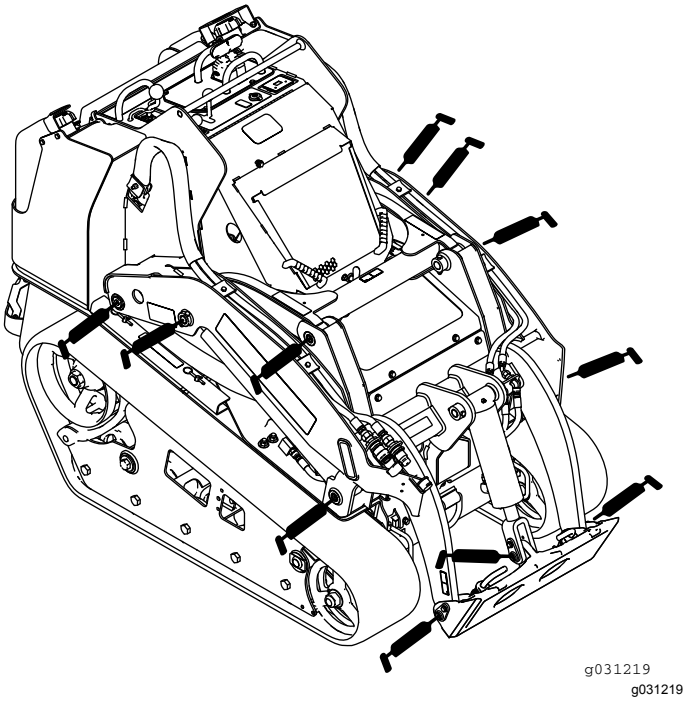
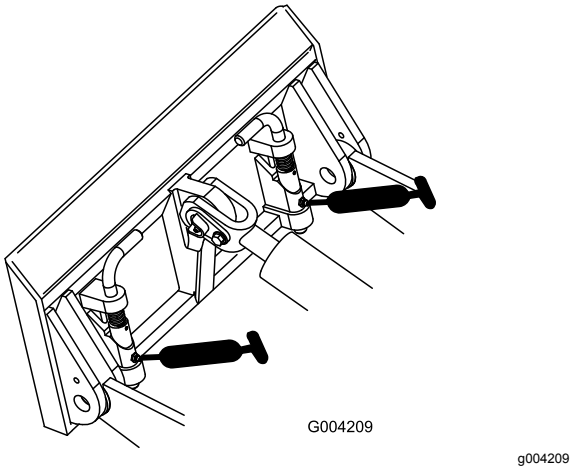
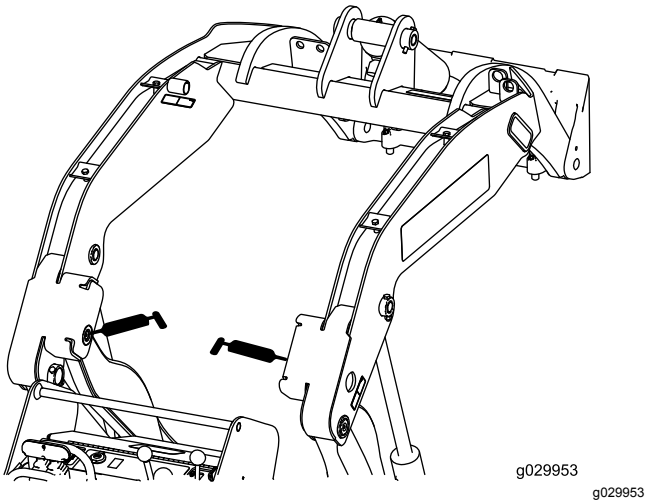

Rysunek 40
Rysunek 41
Rysunek 42
4. Podłącz smarownicę do każdej ze smarowniczek (Rysunek 40, Rysunek 41 i Rysunek 42).
Informacja: Przed wtłoczeniem smaru w smarowniczki pokazane na Rysunek 42 unieś ramiona ładowarki.